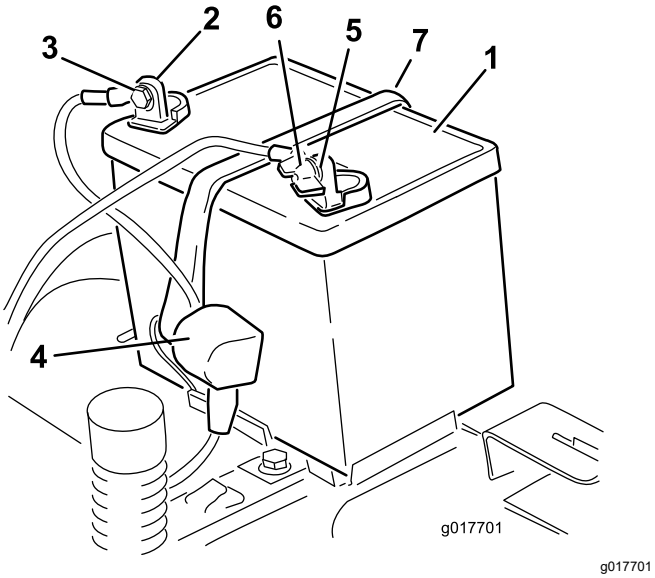

Figura 41
4. Desconecte el cable negativo de tierra (negro) del borne de la batería (Figura 41).
6. Desconecte el cable positivo (rojo) del borne de la batería (Figura 41).
7. Retire la correa de sujeción de la batería (Figura 41) y levante la batería para retirarla de su bandeja.
1. Coloque la batería en la bandeja (Figura 41).
5. Fije la batería con la correa de sujeción (Figura 41).